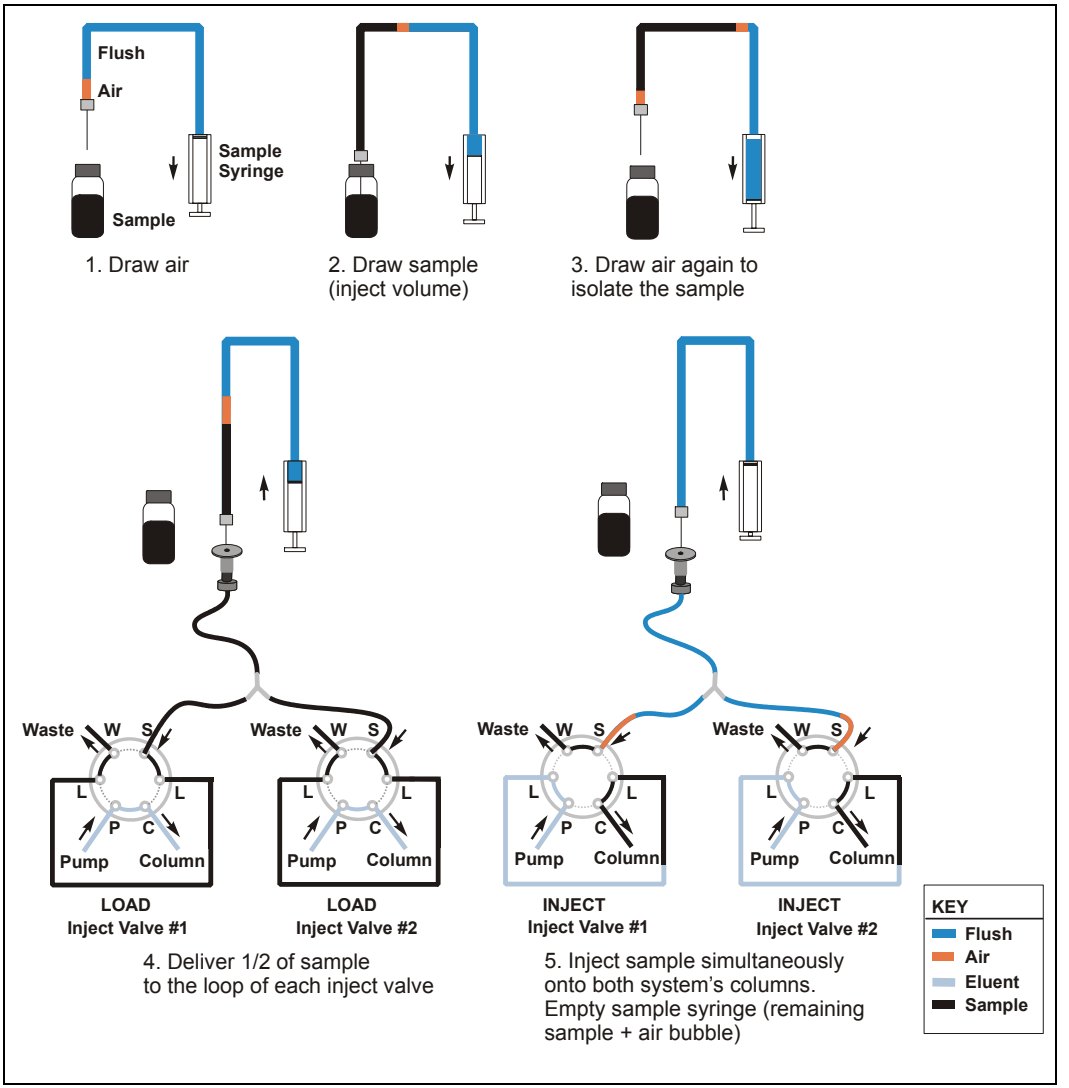

Figure 3-23. Simultaneous Injection Sequence
The AS must be in simultaneous mode to perform a simultaneous injection (see Section 3.6.2). In simultaneous mode, the AS delivers equal volumes of sample to two injection valves (see Figure 3-23). Each injection is a full-loop size.
- Follow the instructions in Section B.3.5 to connect the AS to two injection valves (either in the autosampler compartment or two IC systems). In this configuration, the inject port tubing is connected to a Y-connector and the legs of the Y are connected to the inject valves in both systems (see Figure 3-23). The tubing from the Y to each valve must be the same length.